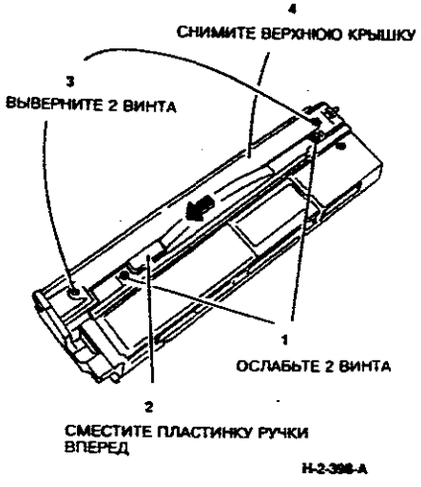

**Рисунок 4. Снятие крышки**
2. (Рисунок 4) Снимите верхнюю крышку.